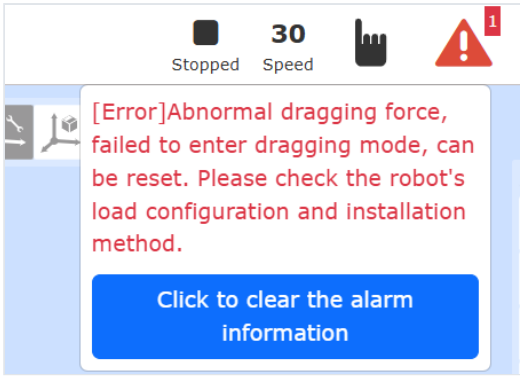

Rys. 2. Okno błędu: treść błędu i przycisk kasowania. Tu błąd przeciągania z rozdziału 3 (dokumentacja FAIRINO, panel po angielsku).
12. Zapakuj robota razem z jego kontrolerem i akcesoriami do oryginalnego opakowania, jak na rys. 2. Przy używanym robocie folie są opcjonalne. Nie rozdzielaj robota i kontrolera: są skalibrowane jako komplet.
Uwaga. Jeśli robot przy przeciąganiu sam odjeżdża albo opada, sprawdź masę i środek masy obciążenia oraz sposób montażu (rozdział 4), zanim będziesz pracować dalej. Gdy w ustawieniach kolizji jest włączona funkcja sprawdzania momentu przed przeciąganiem *(Pre-drag Torque Detection)*, robot przy złym obciążeniu albo montażu nie wejdzie w przeciąganie i zgłosi błąd „Abnormal dragging force, failed to enter dragging mode” (rys. 2). Popraw wtedy obciążenie albo montaż i skasuj błąd.